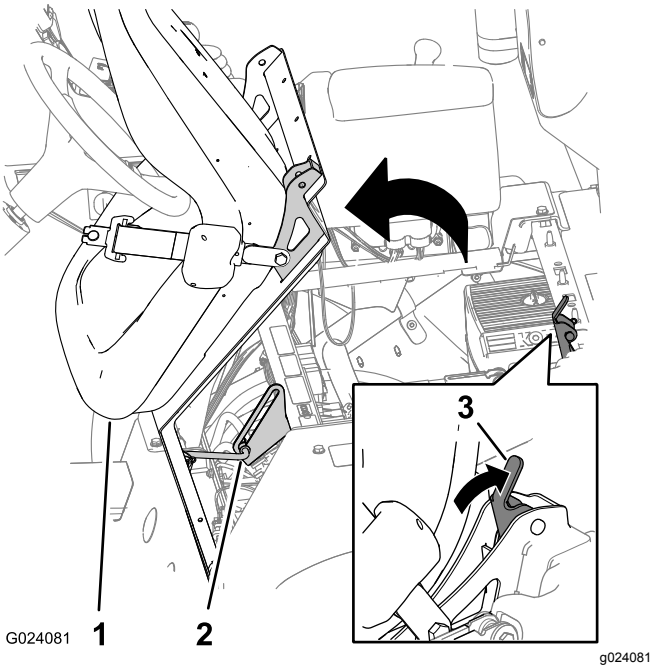

Figuur 1
2. Ontgrendel de stoel door de stoelvergrendelingshendel naar achteren te duwen (Figuur 1).
3. Kantel de stoel en stoelplaat naar voren tot het uiteinde van de steunstang zich onderaan de sleuf in de beugel bevindt (Figuur 1).